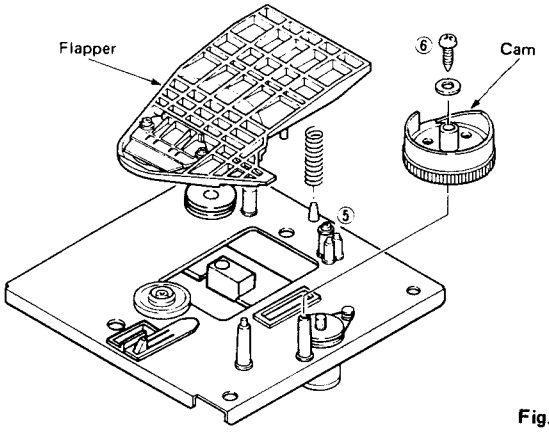

Fig. 5
a. Loosen screw (⑤) fixing Flapper in fig. 5 and then remove the Flapper.
a. Remove screw (⑥) in fig. 5 and then pull up the Cam.